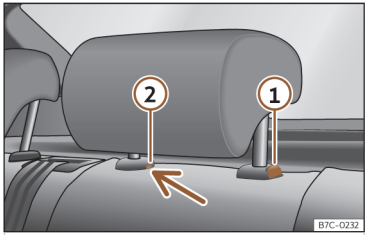

Abb. 97 Kopfstütze hinten: Ausbau.
- Drücken Sie die Taste ››› **(Abb. 97)** ① sowie gleichzeitig mit einem Schlitzschraubendreher (Breite max. 5 mm) in die Öffnung der Verriegelung ② und ziehen Sie die Kopfstütze heraus.